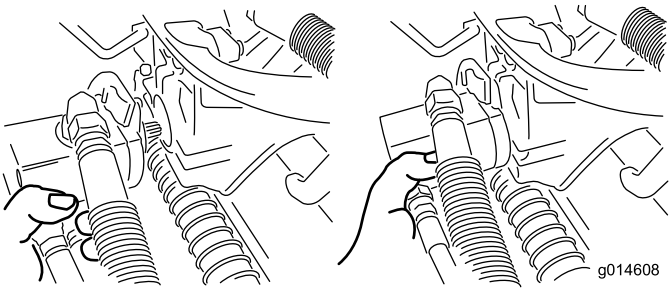

Figur 37
3. Flyt motoren hen i opbevaringspositionen foran på affjedringsarmen (Figur 37).